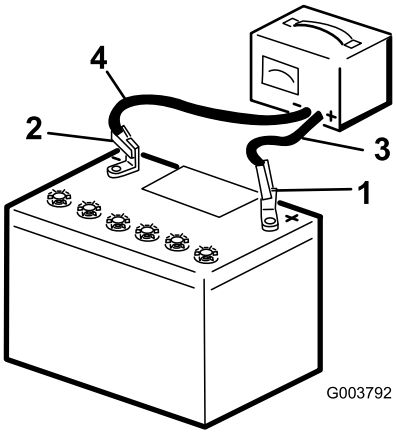

Рисунок 78
3. Подсоедините отрицательный провод зарядного устройства к отрицательному штырю аккумуляторной батареи (Рисунок 78).
5. После полной зарядки аккумуляторной батареи отсоедините зарядное устройство от источника электропитания и штырей аккумуляторной батареи (Рисунок 78).